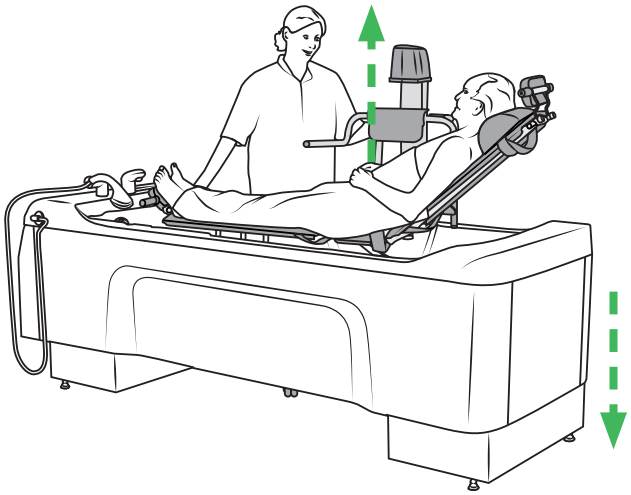

Abbildung 45
4. Um den Badeliegelifter vom Boden der Classic Line 2 Badewanne zu trennen, die Classic Line 2 Badewanne auf die niedrigste Position senken oder den Badeliegelifter anheben. Siehe Abbildung 45.